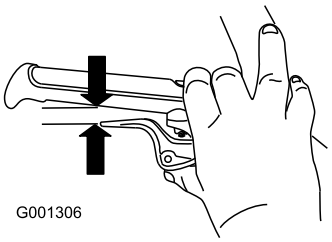

Figuur 32
1. Druk de hendel volledig in, controleer dan de tussenruimte tussen de handgreep en de hendel (Figuur 32).
2. Doe dit ook met de andere kabel Figuur 32.